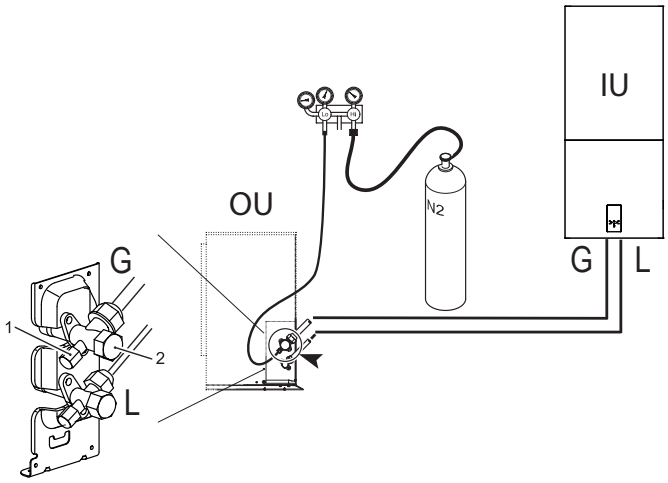

fig. 14 - Testi i rezistencës ndaj ajrit dhe zbulimi i rrjedhjeve
- Me rubinetat e njësisë së jashtme plotësisht të mbyllura, hiqni kapakun e rubinetit të shërbimit (pjesa 1 - fig. 14) dhe rakordin (pjesa 2 - fig. 14) e valvulës së gazit (atë më të madhen)